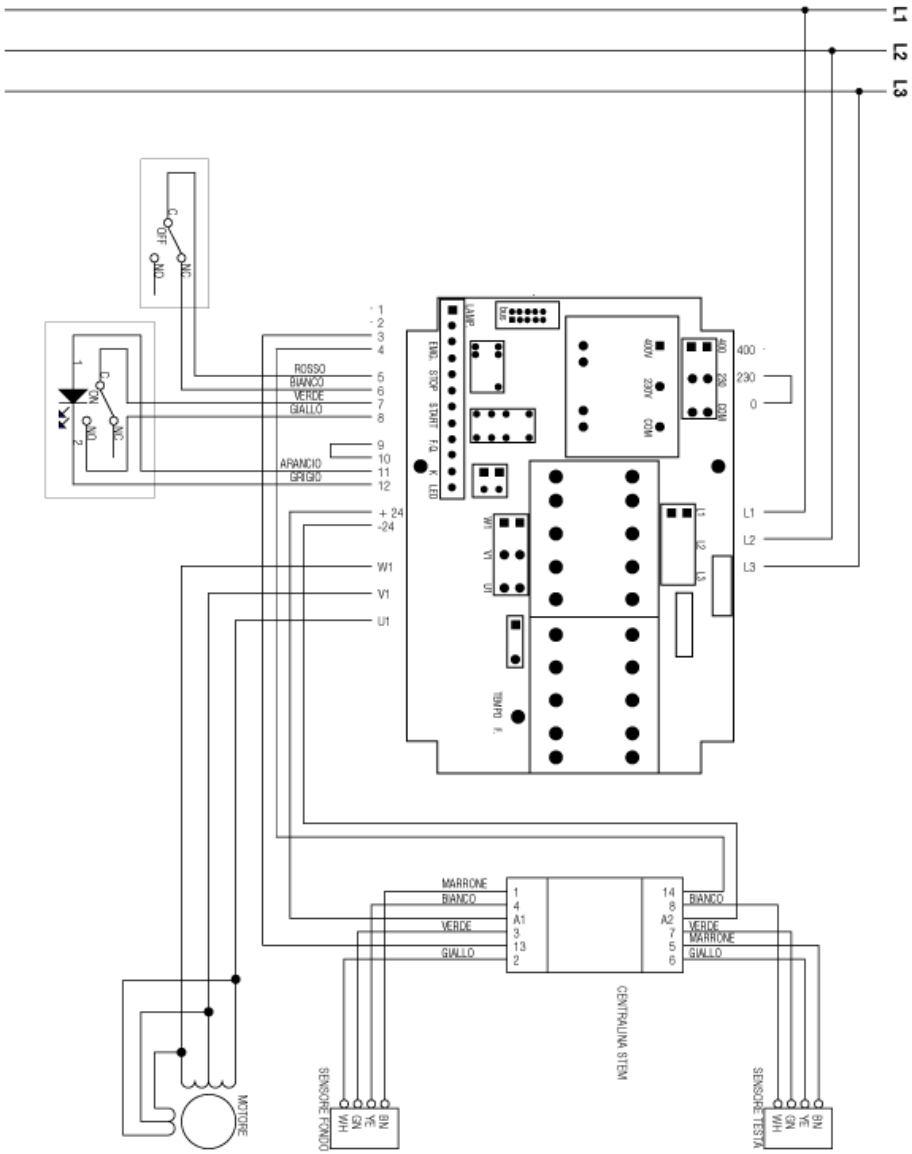

Fig. 2.6.3
2.6.3 Schema elettrico 230V trifase (fig. 2.6.3)